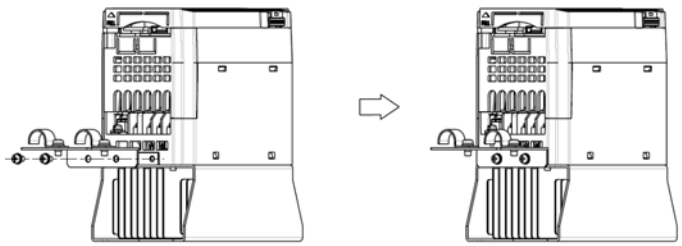

Figure 10.1 Attaching the EMC Grounding Flange
1) Mount the EMC grounding flange (that comes with the inverter) to the inverter with screws in order to ground the wire shield(s). (See Figure 10.1.)